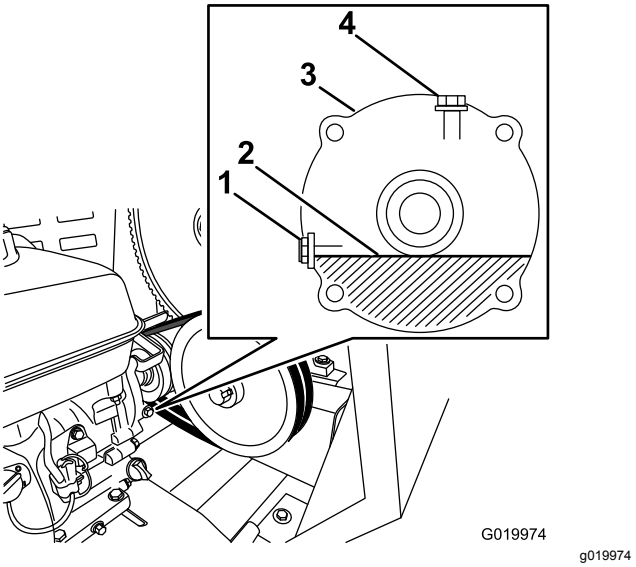

Figure 62
5. Locate the reduction case between the engine and the engine pulley (Figure 62).
7. Remove the oil-level-check bolt and washer from the oil-level port (Figure 62).
A. Remove the filler bolt and washer from the filler port on the top of the reduction case (Figure 62).
C. Install the filler bolt and the washer to the filler port of the reduction case, and tighten the filler bolt (Figure 62).
8. When the oil is level is flush with the threads at the bottom of the oil-level port, install the oil-level-check bolt and washer to the port, and tighten the bolt (Figure 62).
11. Slowly pour the specified oil into the fill port until the oil level is level with the threads at the bottom of the oil-level port (Figure 62).